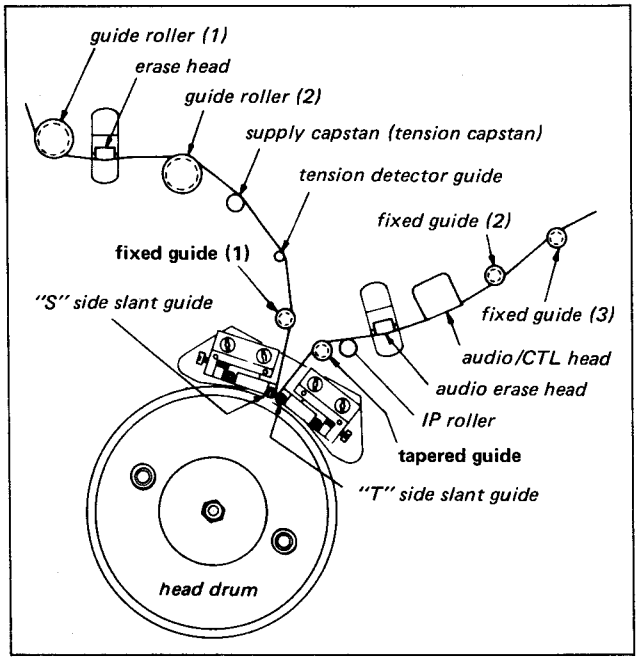

Fig. 10-8. Location of tape guide
e. Finely to adjust the Fixed Guide (1), and Tapered Guide shown in Fig 10-8 is recommended during tracking adjustment, however the other guides should not be adjusted.